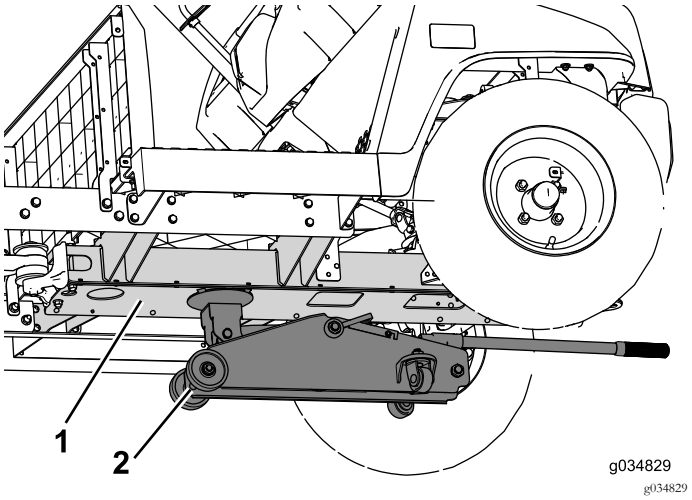

Figur 15
1. Bruk en gulvjekk under midtkanalen for å støtte fronten av maskinen (Figur 15).